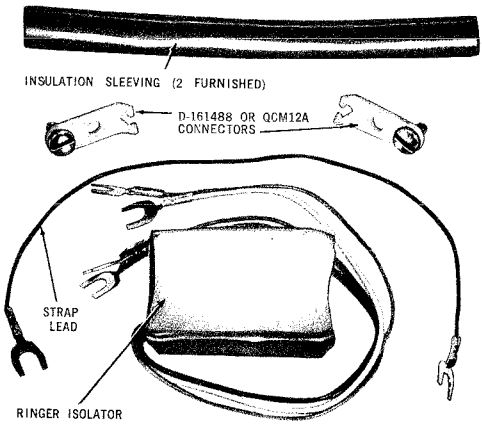
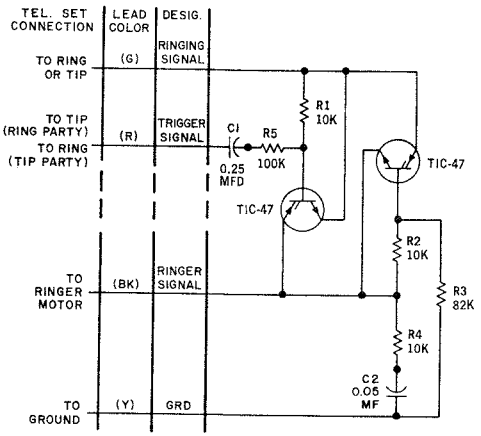

Fig. 1 — PO895087 Kit, Ringer Isolator—Components
Fig. 2 — Ringer Isolator — Schematic
2.01 The ringer isolator must be ordered as a PO895087 Kit, Ringer Isolator which consists of the components shown in Fig. 1.
2.02 The ringer isolator (Fig. 1) consists of a two-transistor switching circuit mounted on a printed circuit board and encased in a vinyl insulating sleeve. The ringer isolator schematic is shown in Fig. 2. For connections refer to section 500-112-100.